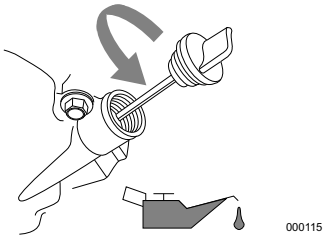

Figure 4-1. Engine Oil Fill
3. See ***Figure 4-1***. Remove oil fill cap and wipe dipstick clean.